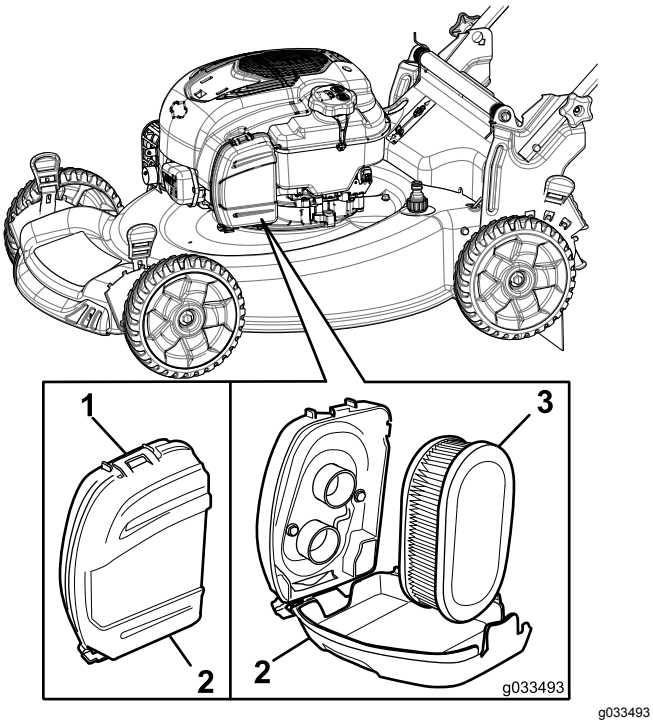

Figure 23
1. Déclipsez le haut du couvercle du filtre à air (Figure 23).
2. Déposez le filtre à air (Figure 23).